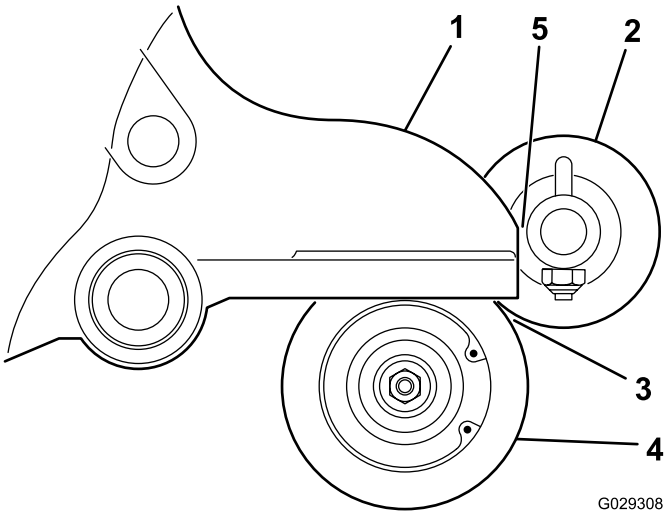

Figure 14
16. Positionnez la brosse de sorte qu'elle touche à peine le rouleau arrière (Figure 14).